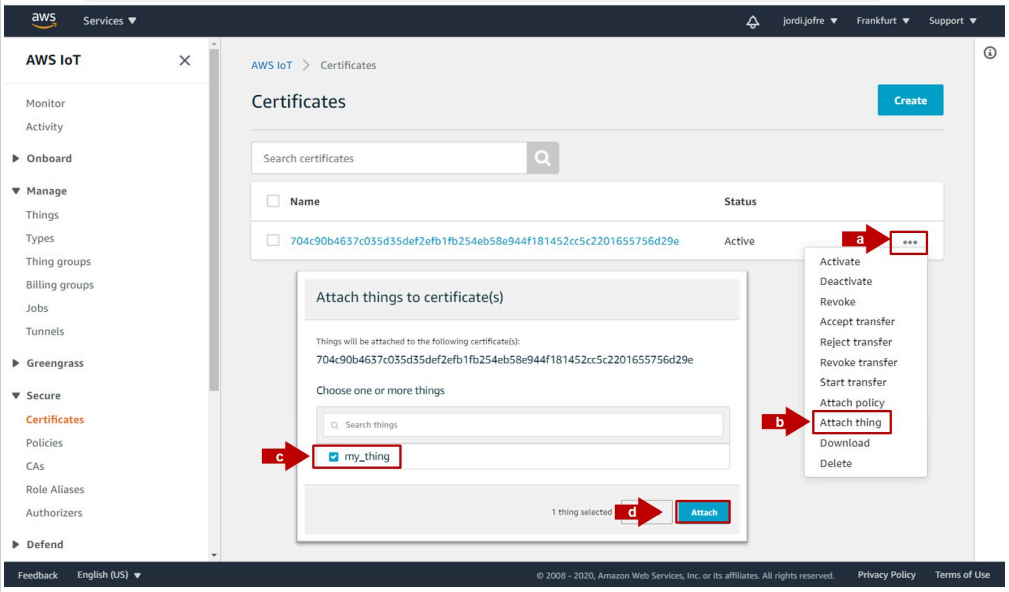

Figure 35. Attach a thing to your device certificate
1. Attach your thing to the certificate following the instructions shown in Figure 35.